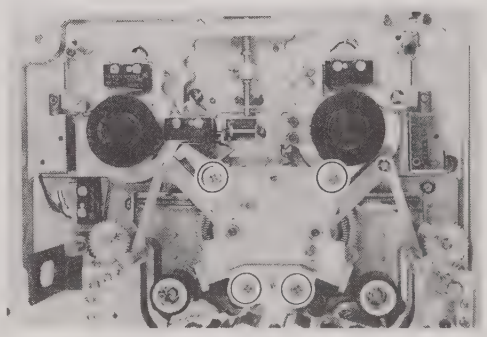

Fig. 5-21
5. Remove gear base by 4 screws. (See Fig. 5-21)